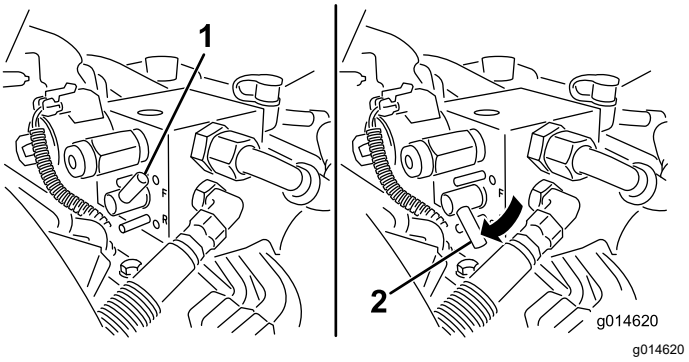

**Figuur 53**
5. Draai de wethendel naar ACHTERUIT (R) (Figuur 53).